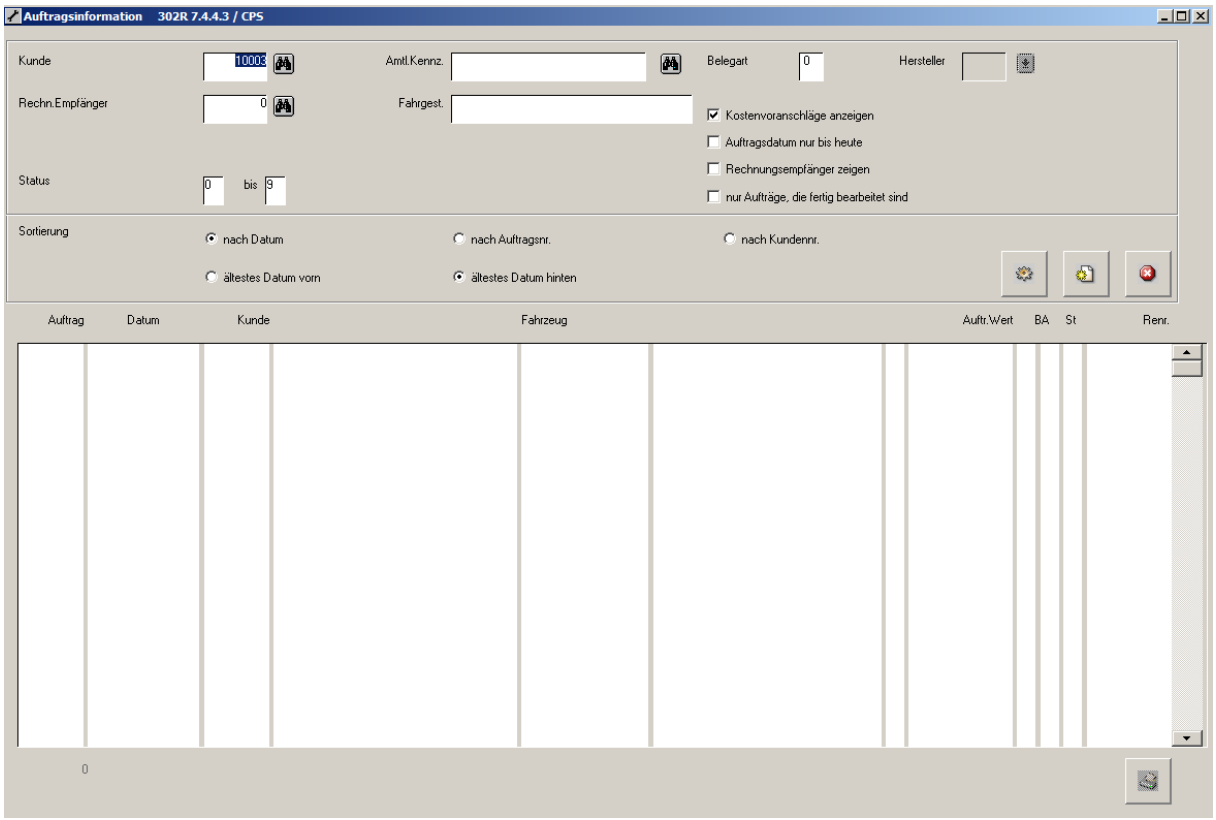
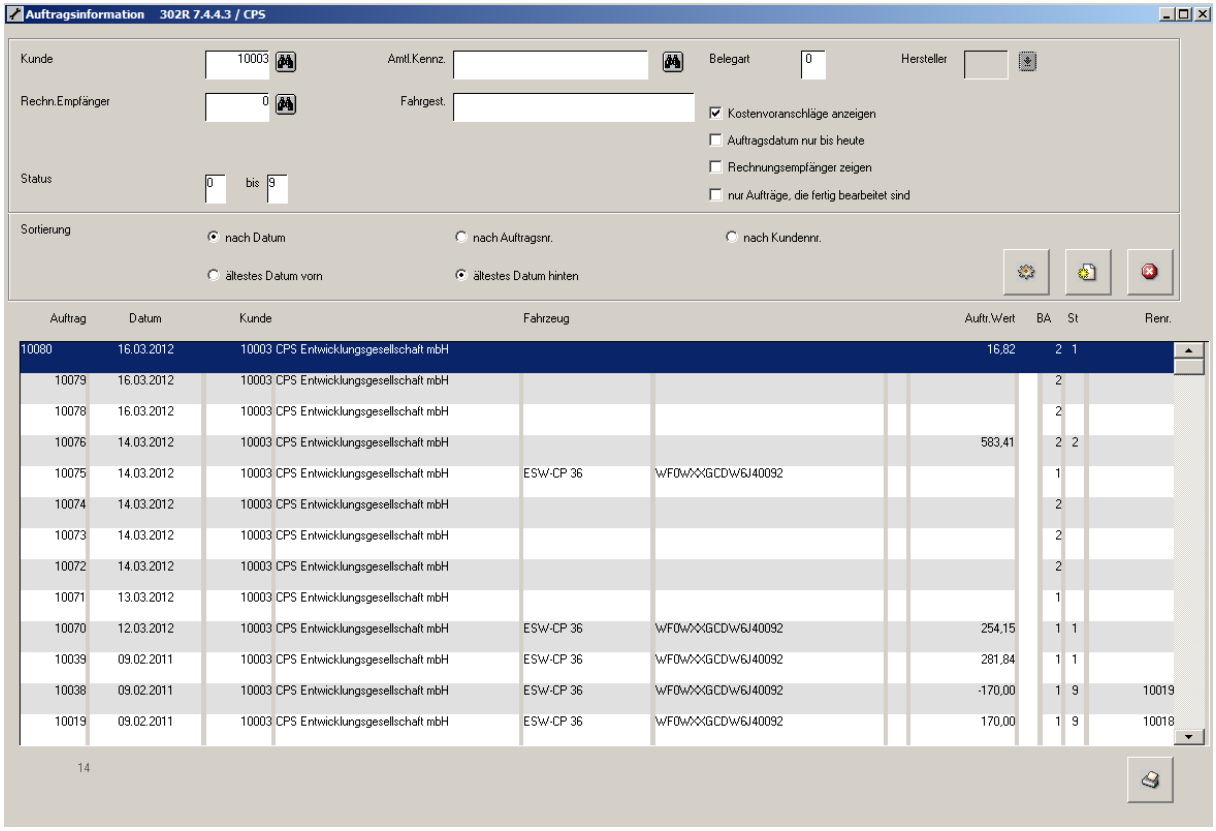

Abbildung 62: Auftrag suchen nach Kunde
Abbildung 63: Aufträge vom Kunden
Ausgehend von **Abbildung 62** bekommen Sie mit dem Button: alle Aufträge für diesen Kunden angezeigt. Die Ergebnisliste können Sie in der **Abbildung 63** sehen.
In **Abbildung 63** sehen Sie die Auftragsnummer, das Auftragsdatum, die Kundenbezeichnung, das amtliche Kennzeichen des Fahrzeugs, die Fahrgestellnummer, den Auftragswert (Auftr. Wert), die Belegart (BA) und den Status (St) des Auftrags.
Geben Sie in dieses Suchfeld das amtliche Kennzeichen des Fahrzeugs ein und bestätigen Sie Ihre Eingabe mit dem Button: . Sie gelangen dadurch in die Ansicht in **Abbildung 63**.
Geben Sie in dieses Suchfeld die Fahrgestellnummer des Fahrzeugs ein und bestätigen Sie Ihre Eingabe mit dem Button: . Sie gelangen dadurch in die Ansicht in **Abbildung 63**.
Geben Sie in dieses Suchfeld die Kundennummer des abweichenden Rechnungsempfängers ein und bestätigen Sie Ihre Eingabe mit dem Button: . Sie gelangen dadurch in die Ansicht in **Abbildung 63**.
Falls Sie den Auftrag in **Abbildung 63** gefunden haben, doppelklicken Sie den Auftrag in der Ergebnisliste. Sie gelangen dadurch in die folgende Ansicht: